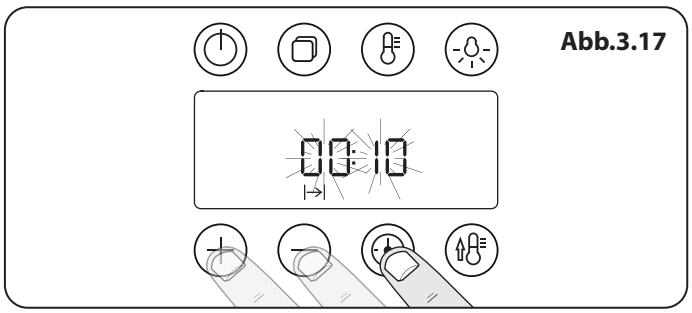

Abb.3.17
2. Berühren und halten Sie die Taste „Timer“, bis das Symbol für die Garzeit [|→|] angezeigt wird (**Abb.3.17**). Stellen Sie nun die Stunden mithilfe der Tasten [+] und [-] ein.
2. Berühren und halten Sie die „Timer“-Taste, bis das Symbol für die Garzeit [|→|] angezeigt wird. Stellen Sie nun die Stunden mithilfe der Tasten [+] und [-] ein. Berühren Sie die Timer-Taste erneut und stellen Sie die Minuten mithilfe der Tasten [+] und [-] ein (**Abb.3.17**).